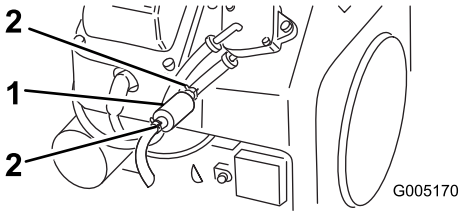

Figura 25
4. Apriete los extremos de las abrazaderas y deslícelas por el tubo alejándolas del filtro (Figura 25).
5. Coloque un recipiente debajo de los tubos de combustible para recoger cualquier fuga, luego retire el filtro de los tubos de combustible (Figura 25).